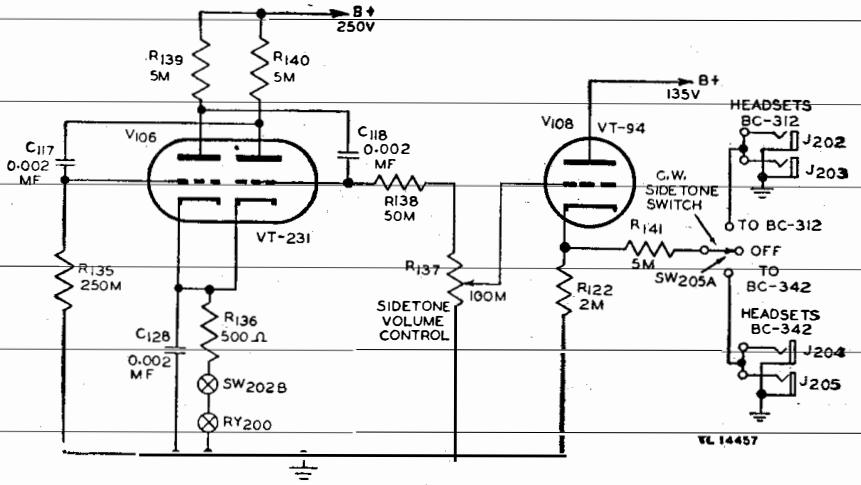

Figure 83. Sidetone oscillator circuit—functional diagram.
a. SIDETONE OSCILLATOR (fig. 83). Tube V_{106} (Tube JAN-6SN7 (VT-231)) is connected in a multivibrator circuit. Its purpose is to generate a sidetone signal for monitoring the c-w transmission. When the transmitter is keyed, the cathode circuit of tube V_{106} is completed to ground through the contacts on switch SW_{206B} and relay RY_{200}. The multivibrator circuit is essentially a two-stage, resistance-coupled amplifier in which the voltage developed by the output of the second tube is fed back to the input of the first tube. Tube V_{106} is a dual triode tube and is self-biased as a result of the d-c voltage drop across the cathode-bias resistor R_{136}. Capacitor C_{128} is the a-f bypass capacitor for resistor R_{136}. Plate current flow through the left-hand triode of tube V_{106} causes a voltage drop across plate-load resistor R_{139}. This voltage drop is applied to the grid of the right-hand triode through capacitor C_{118}. This change of grid voltage produces a corresponding change of plate current and voltage drop across plate-load resistor R_{140}. The voltage drop across resistor R_{140} is then applied to the grid of the left-hand triode through capacitor C_{117}. Resistor R_{135} is the grid resistor for one triode section; resistor R_{138} in series with potentiometer R_{137} forms the grid resistor for the other triode section. The frequency oscillation is determined by the values of coupling capacitors C_{117} and C_{118} and the grid resistors. The audio output of the sidetone oscillator appears across potentiometer R_{137}.
b. SIDETONE AMPLIFIER (fig. 83). Tube V_{108} (Tube JAN-6J5 (VT-94)) is connected as a cathode-follower amplifier. Its purpose is to isolate the headphones from the sidetone oscillator and to provide a low-impedance output to which the headphones are connected. This stage, strictly speaking, is not an amplifier because theroetically the gain of the stage can never exceed unity and practically the gain of a cathode-follower stage is in the range of 0.6 to 0.8. In this type of amplifier, the plate of the tube is connected directly to B+; and the cathode-bias resistor serves as the load resistor. Resistor R_{122} is the cathode-bias resistor for tube V_{108} and also acts as the load resistor. Grid excitation voltage for tube V_{108} is obtained from the movable contact on potentiometer R_{137} which also serves as the d-c grid return to ground. Potentiometer R_{137} controls the volume level of the sidetone signal applied to the grid of tube V_{108}; resistor R_{138} limits the maximum signal that can be applied to approximately two-thirds the available output of the sidetone oscillator. The output voltage appearing across R_{122} is applied to the headphones through resistor R_{141}. The output impedance of tube V_{108}
d. Sidetone Volume Control. The sidetone volume control (fig. 83) is located on the rear side of the speech-amplifier chassis. Its purpose is to control the amplitude of the a-f signal applied to the grid of the sidetone amplifier tube V_{10}.